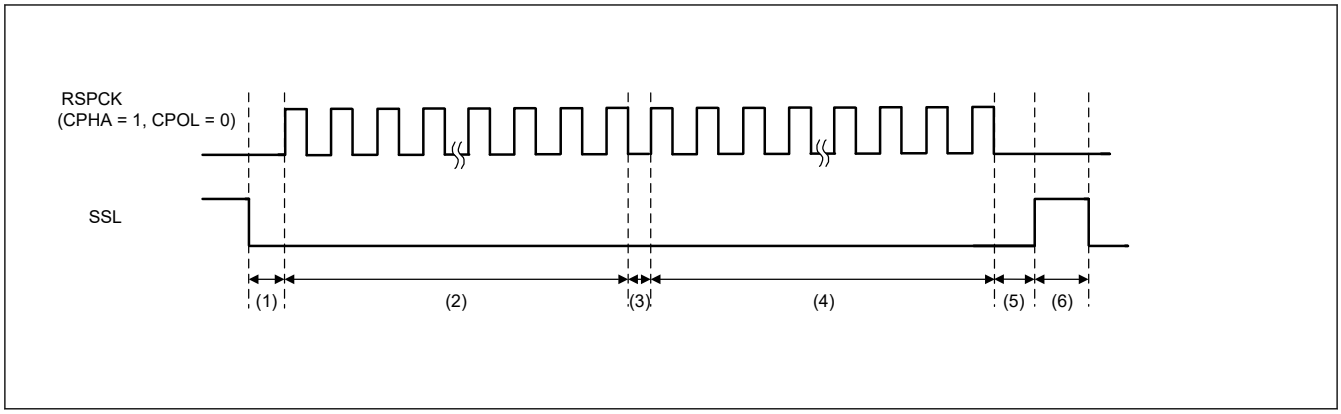

**図 29.47　SSLKP ビットを利用したバースト転送の動作例 (BFDS = 1)**
図 29.47 に SPCMD0 および SPCMD1 レジスタの設定値を使用してバースト転送を実現した場合の SSL 信号の動作例を示します。以下では、図 29.47 に示す (1)～(6) の SPI の動作内容について説明します。SSL 出力信号の極性は、SPI スレーブ選択極性レジスタ (SSLP) の設定値に依存します。